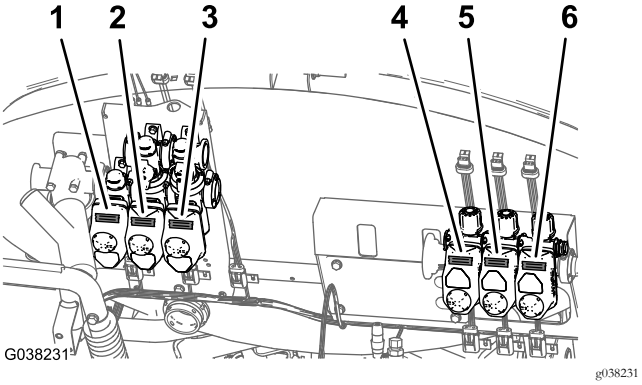

Figura 51
1. Com pedaços de fita adesiva, nomeie a posição do(s) atuador(es) da válvula, como se mostra na Figura 51.
1. Alinhe o atuador da válvula que identificou no passo 1 de Retirar os atuadores da válvula (página 25) com a posição da válvula do coletor mostrada em Figura 51.